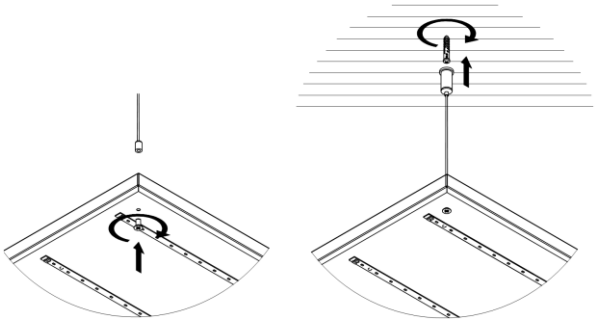

Рисунок 13 — Подвесной монтаж.
6.2.2. Установите на светильнике тросовые подвесы. Рекомендуется использовать комплект подвесного монтажа Geniled. Для монтажа светильника серии Офис необходимо 2 комплекта. См. рисунок 13.